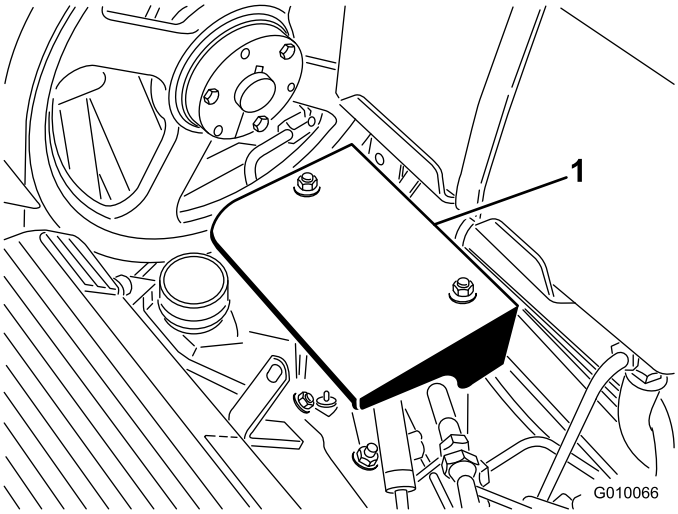

Figur 57
2. Fjern de to festemutterne på pumpeskyddet, og ta av skyddet (Figur 57).